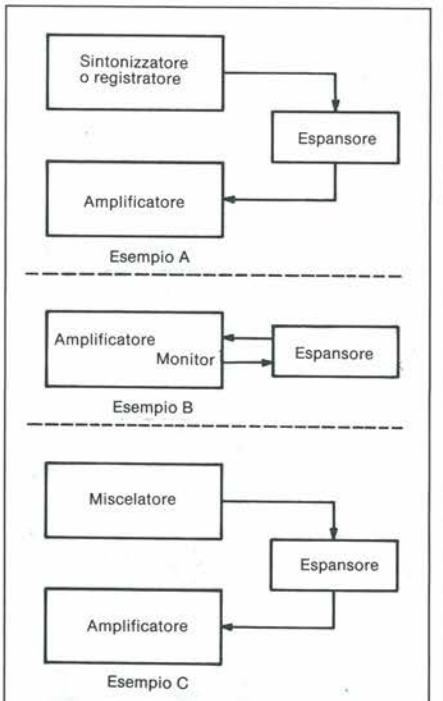

Figura 1. Collegamento di un espansore
1) l'apparecchio deve adattarsi ad una gamma di livello d'ingresso variabili da un centinaio di millivolt ad 1 o 2 volt (vedi Figura 1). Per adattarsi alle diverse condizioni sarà necessario un regolatore di guadagno che permetta di determinare la soglia a 0 dB. Torneremo su questo argomento durante la descrizione del circuito.